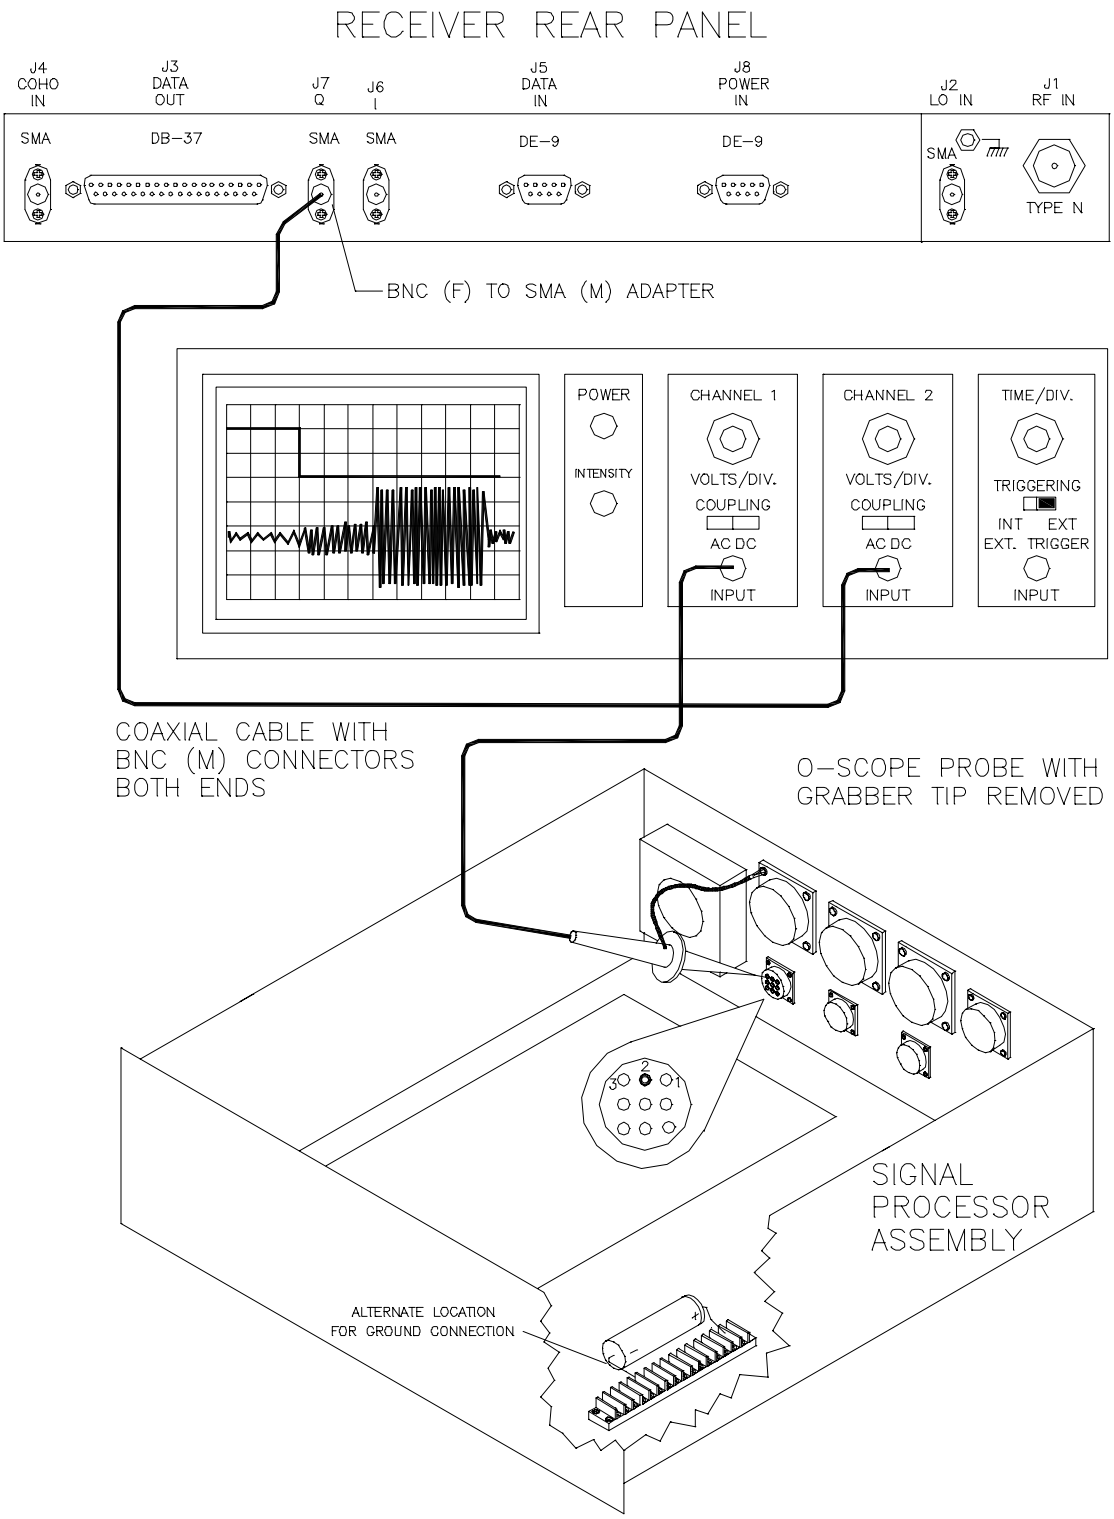

Figure 5-6 Receiver STC Alignment Test Equipment Setup
3. Connect an oscilloscope-probe to Channel One of the oscilloscope. Unscrew the grabber-tip from the probe to expose the pointed tip. Insert the scope probe into pin 2 of connector J3 in the rear panel from inside the Signal Processor chassis, as shown in Figure 5-6.
4. Screw an SMA (M) to BNC (F) adaptor onto connector J6 or J7 on the rear panel of the Type 2 Receiver. Connect a coax cable (with BNC connectors on both ends of cable) between Channel Two of the oscilloscope and the I (J6) or Q (J7) output on the rear panel of the Receiver as shown in Figure 5-6.
2. With the Receiver's input (J1) terminated with a 50 ohm load, the oscilloscope will display waveforms similar to those shown in Figure 5-7. If the waveforms on the oscilloscope do not resemble those in Figure 5-7 and Figure 5-8, verify that the oscilloscope is triggering on pin 2 of connector J3 in the Signal Processor. The J3 connector may be rotated, and pin 2 may not be on top of the connector as it is shown in Figure 5-6.